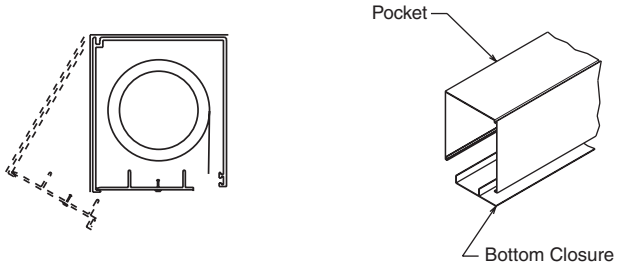

*Figure 2*
② Remove face cover from head box by pulling down and out on the bottom edge of cover near end caps. It will snap off (see Fig. 2). If this is a pocket installation, remove screws at endcaps. The bottom of the cover box snaps down and off at endcaps then slides out of slot in cover box (see Fig. 2).
③ Remove roller assembly from headbox. (NOTE: If unit is motorized with a crank override, skip this step. Roller assembly and head box assembly must be installed as a unit—the roller assembly cannot be removed without completely disassembling the head box.) Remove the black plastic retainer clip from idler end of roller and retainer clips from motor studs.